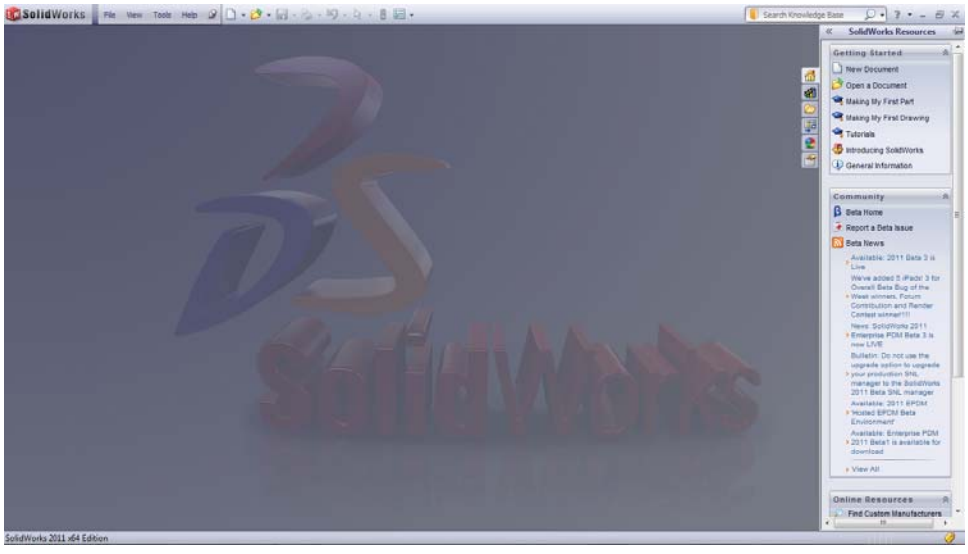

Figure 2-3 *The SolidWorks 2011 window and the* ***SolidWorks Resources*** *task pane*
1. Start SolidWorks by choosing **Start > All Programs > SolidWorks 2011 > SolidWorks 2011** or by double-clicking on the shortcut icon of SolidWorks 2011 displayed on the desktop of your computer; the SolidWorks window is displayed on the screen. Also, the **SolidWorks Resources** task pane is displayed on the right, as shown in Figure 2-3. This window can be used to open a new file or an existing file.